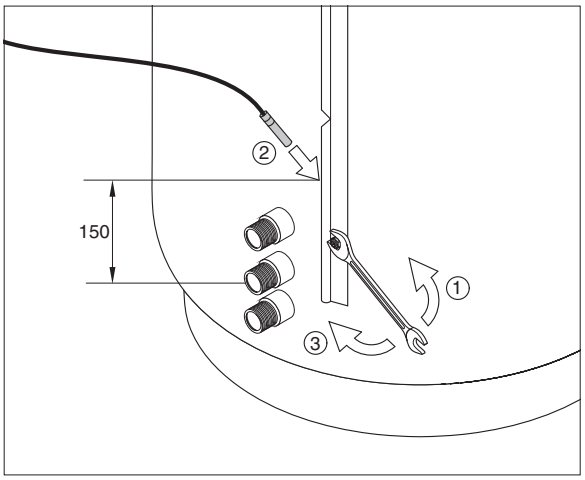

Abb. 7 Positionieren des Temperaturfühlers an Speicher mit integriertem Solarwärmetauscher ca. 150 mm oberhalb des Solar-RL mittels Fühlerklemmleiste.
- Anbringen des Temperaturfühlers am Speicher 15 cm oberhalb der Mitte des Solarrücklaufs. Dazu Fühlerklemmleiste leicht lösen, Fühler positionieren und Klemmleiste wieder arretieren (s. Abb. 7).
- Anbringen eines Temperaturfühlers für die Ansteuerung der Nachheizung über Fühlerklemmleiste (Fixierung analog zum Solarfühler Abb. 7) in geeigneter Höhe.